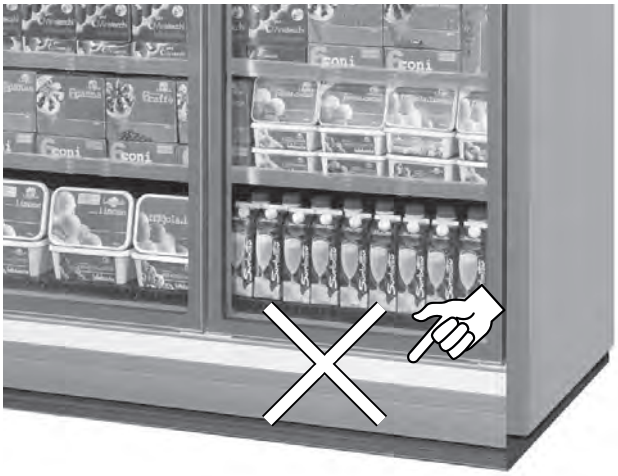

Fig. 13
- La merce non ostruisca il corretto flusso d'aria refrigerata ("Fig. 13").